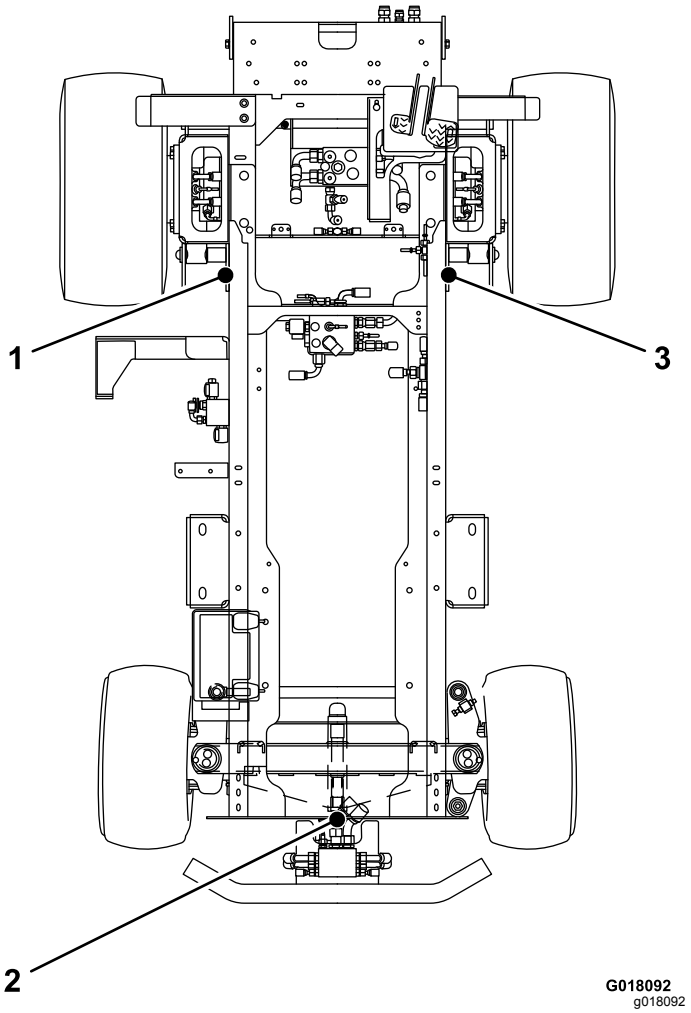

**Figuur 30**
**Opmerking:** Plaats de machine op assteunen indien dit nodig is (Figuur 30).